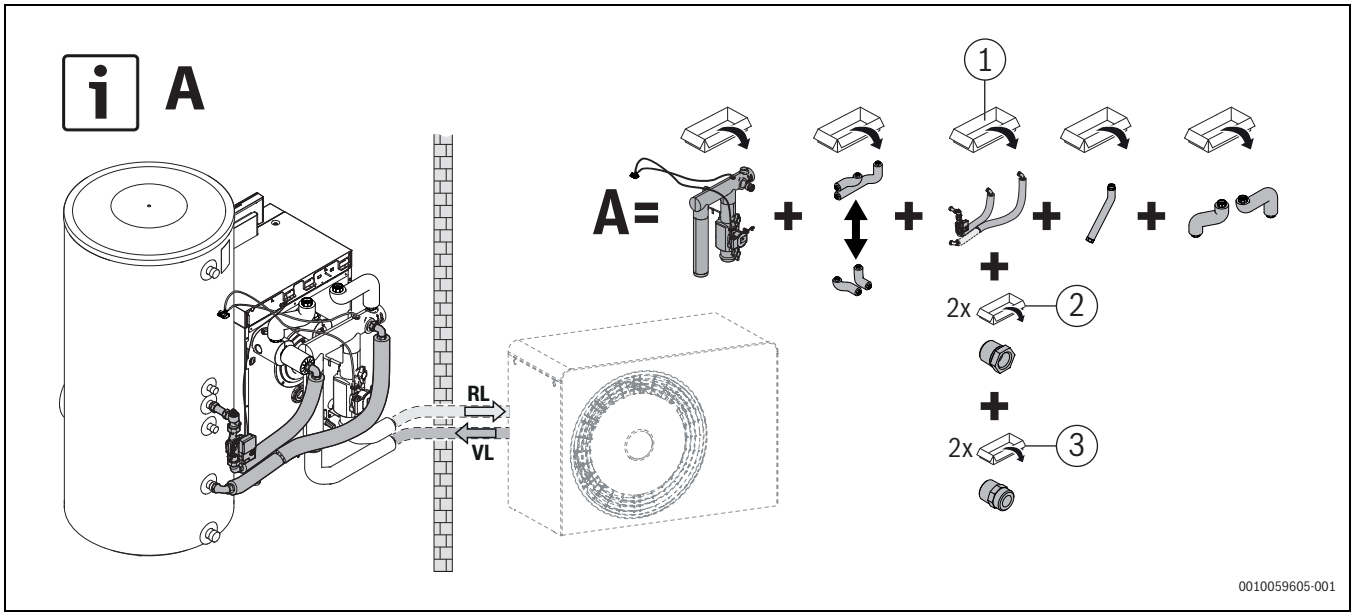
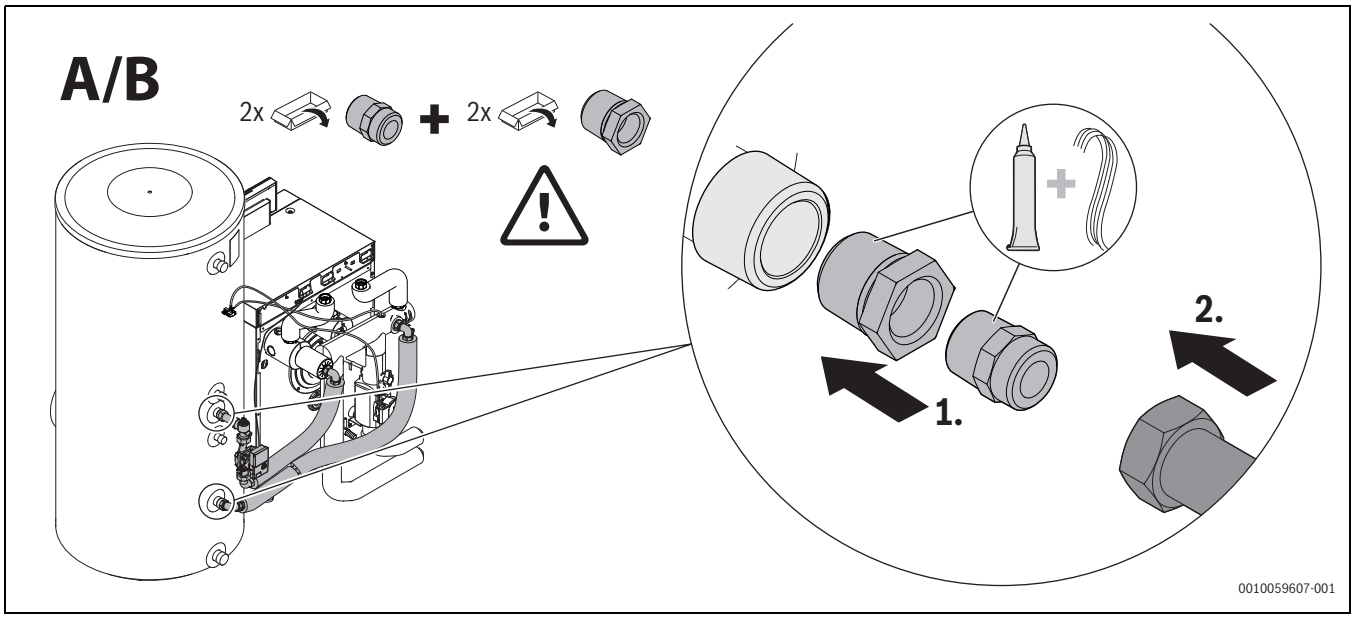

Fig. 10 Connexion ballon pour ballon vertical à droite, variante A, exemple d'illustration pour taille de chaudière 15 kW
Fig. 12 Montage connexion ballon pour ballon vertical, variantes A et B
- Monter l'assemblage de la tuyauterie conformément à la variante prévue (→ fig. 10 – fig. 12) (→ respecter la notice d'installation à part du set de connexion ballon) ; **variantes A, B**.